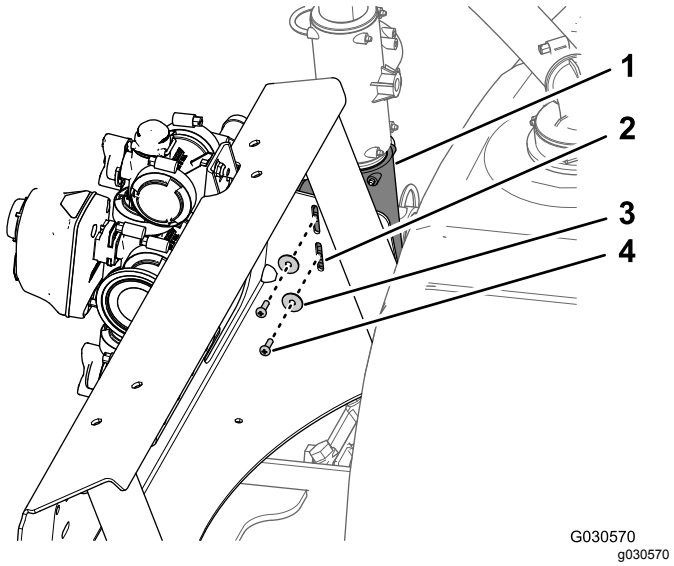

Figur 101
4. På grenrörsfästets vänstra sida riktar du in hålen i T-kopplingen med springorna i grenrörsfästet (Figur 101).
5. Fäst T-kopplingen på grenrörsfästet (Figur 101) med de två skruvar med koniskt huvud (nr 10 x 5/8 tum) och två brickor (nr 10) som du tog bort i steg 1 i 18 Ta bort grenrörsfästet för systemet med tre sprutrampssektioner (sida 43).